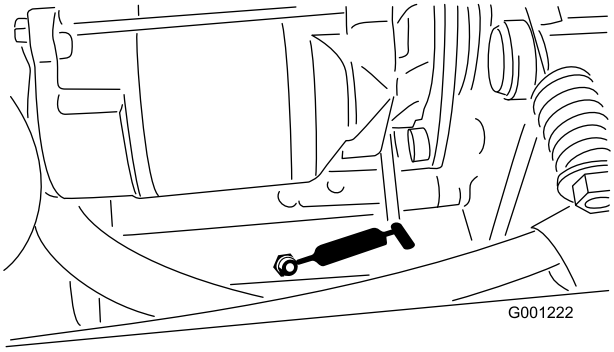

Figur 40
- Kraftuttagets spänntapp (Figur 40)
- Bakre kraftuttagslagret (Figur 40)